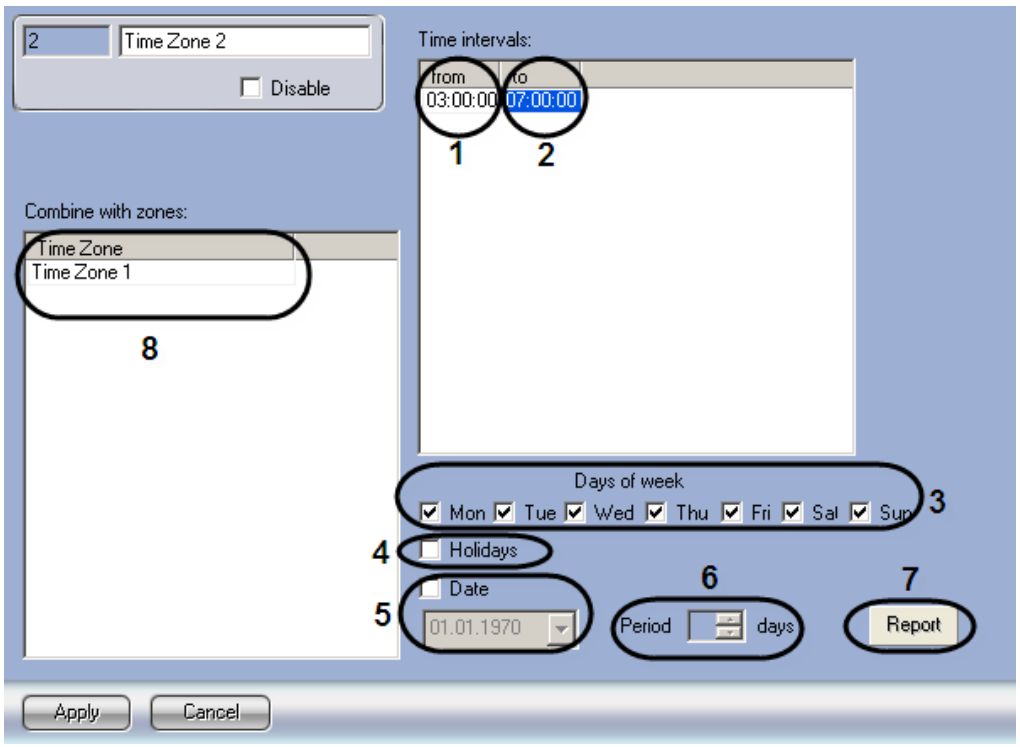

Figure 8.24-3 Configuring the "Time Zone" object
To configure the "Time Zone" object, specify the values of the following parameters (Figure 8.24-3 and Table 8.24-1).
1. Click the “Report” button on the settings panel of the “Time Zone” object (Figure 8.24-3, 7).